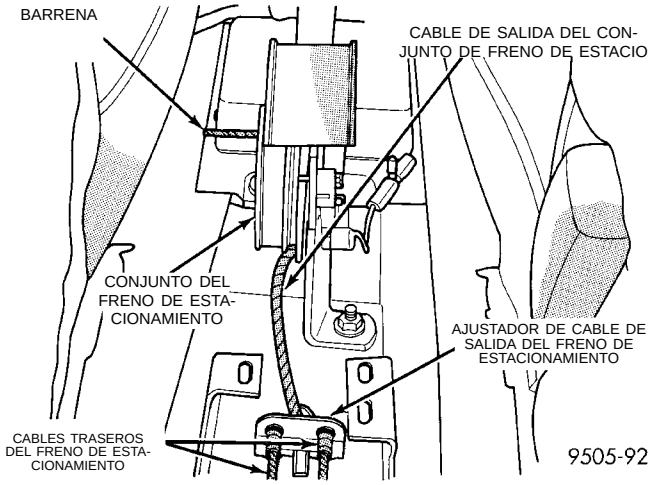
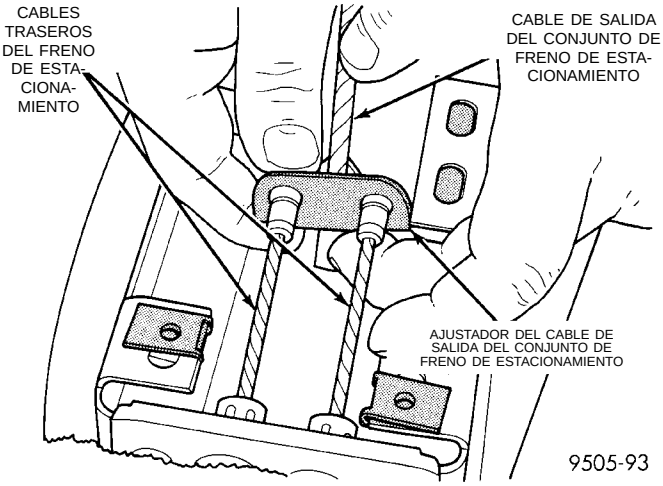
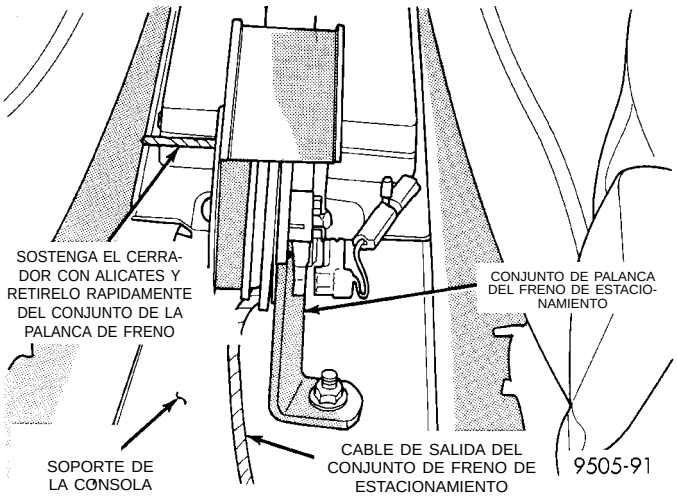

Fig. 14 Cables de freno de estacionamiento instalados correctamente en el ajustador
Fig. 15 Instalación del cable trasero de freno de estacionamiento en el ajustador
Fig. 16 Como retirar el cerrador del conjunto de palanca del freno de estacionamiento
(3) Coloque la palanca del freno de estacionamiento sobre el soporte de la consola. Instale y apriete firmemente las dos tuercas de fijación.
(4) Instale ambos cables traseros de freno de estacionamiento en el ajustador del cable de salida de la palanca de freno de estacionamiento (Fig. 14) y (Fig. 15).
(5) Asegúrese que el cable de freno de estacionamiento esté correctamente instalado y alineado con la corredera del cable sobre la palanca del freno de estacionamiento.
(6) Tire el mango de la palanca del freno de estacionamiento completamente hasta arriba.
(7) Agarre con firmeza el cerrado de la palanca del freno de estacionamiento y retírelo rápidamente del mecanismo de la palanca del freno de estacionamiento (Fig. 16). Ello permitirá que el mecanismo de la palanca del freno de estacionamiento regule correctamente los cables del freno de estacionamiento.